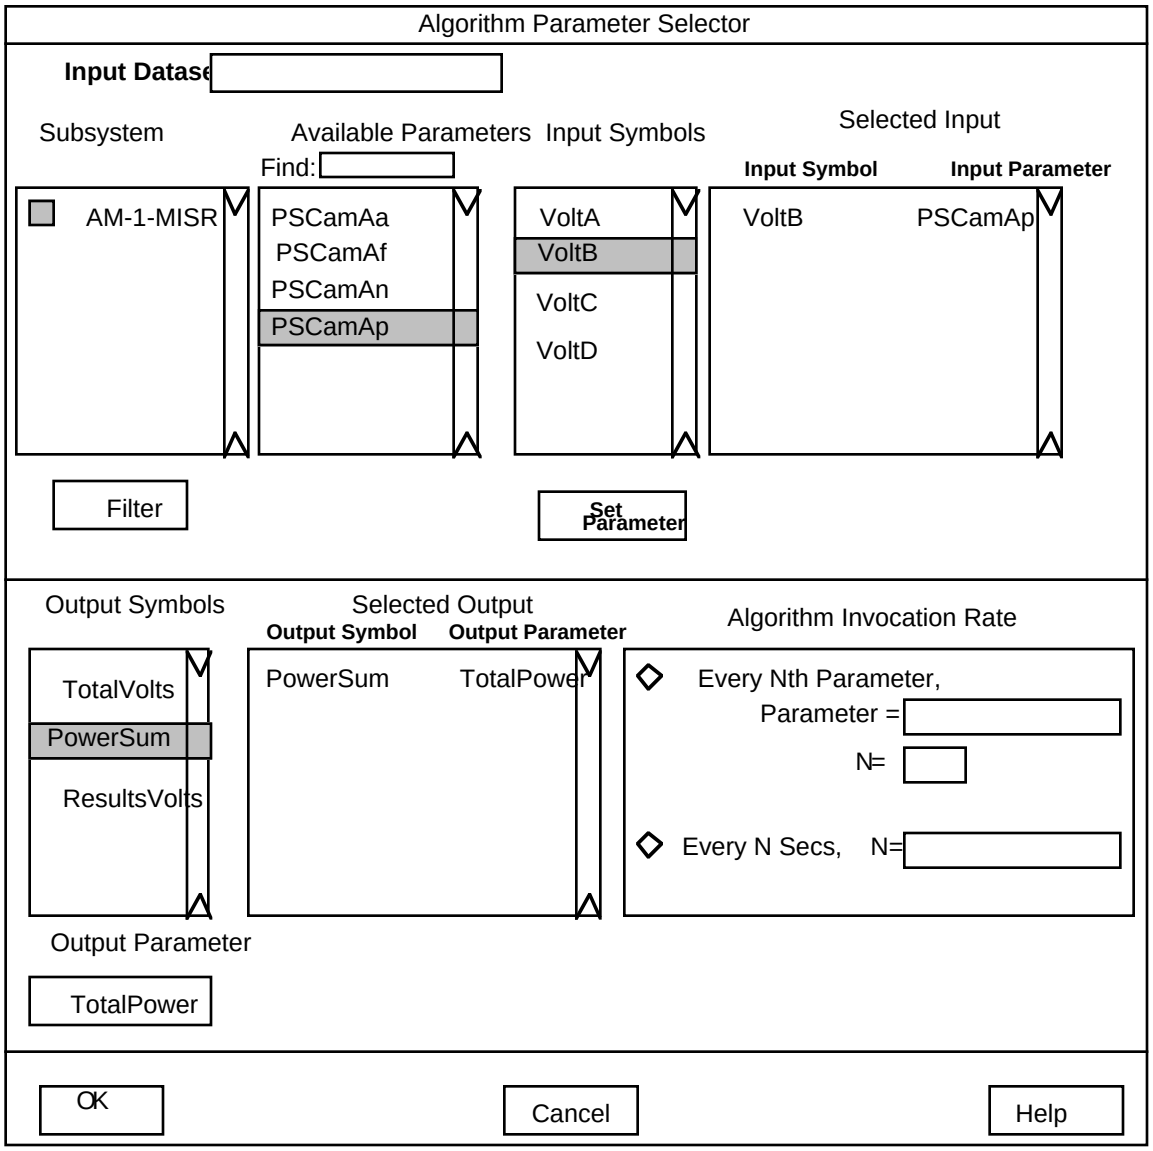

Figure A.8.7-2. Algorithm Parameter Selector Window
- Selection of Algorithm parameters using the "Select Parameters" button to access the Algorithm Parameter Selector as shown in Figure A.8.7-2. The Algorithm Parameter Selector window provides a list of input and output symbols for the selected algorithm. The user must select a telemetry parameter to satisfy each algorithm input symbol. The "Filter" button invokes the Selection Filter tool (described in section A.3.2) and provides a list of available telemetry parameters. The "Set Parameter" button assigns the selected input symbol to the selected telemetry parameter. The user must also supply an output parameter name for each output symbol. The user can request the algorithm to use an existing dataset as input. An input dataset can be specified for each algorithm. The algorithm invocation rate is the rate at which the algorithm is to be applied. The user may choose the algorithm to be invoked based on a specified occurrence of a key parameter or on a specified seconds timer.
The Algorithm Request window displays the algorithm description for each selected algorithm and a list the selected algorithms names, input dataset names (if applicable) and the algorithm invocation rate. The user may select an algorithm from the selected list to change parameter selections by pressing the "Select Parameters" button. The "Select Parameters" button will display the Algorithm Parameter Selector window (Figure A.8.7-2) with the selected algorithm input and output values. The user may change the selected values by selecting the input and output symbols and assigning them parameters as described in the Algorithm Request Input section above. As parameter get assigned, the Algorithm Parameter Selector window will update the display of selected input and output parameters accordingly.